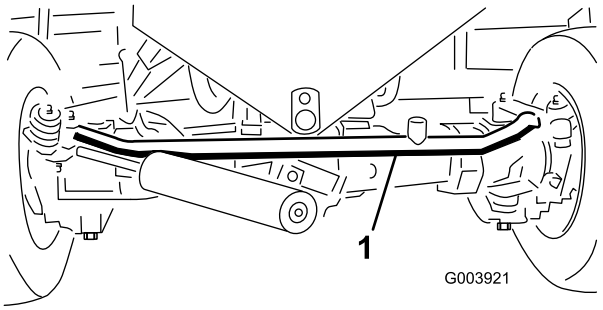

**Figuur 66**
3. Draai de klemmen aan beide uiteinden van de spoorstang (Figuur 66).